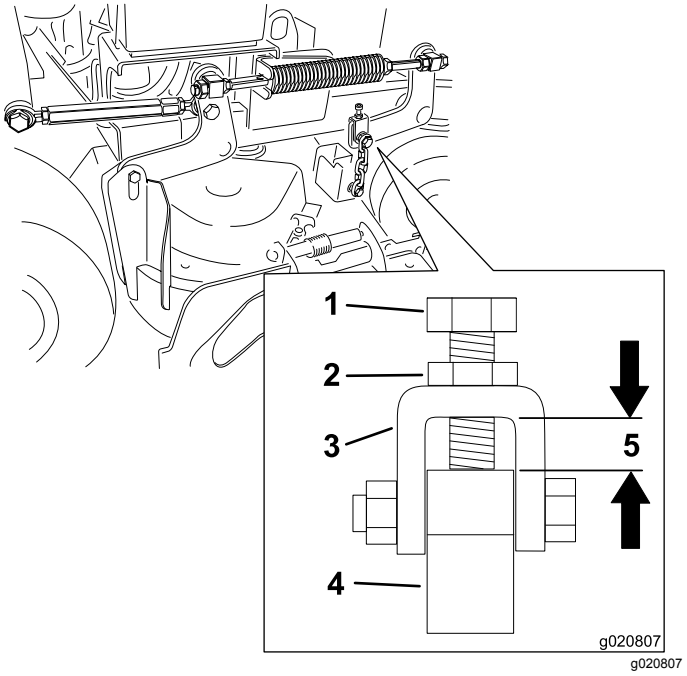

Rysunek 83
Informacja: Odległość musi wynosić 11 mm, jak pokazano na Rysunek 83.
12. Poluzuj przeciwnakrętkę i wyreguluj śrubę regulacyjną ustawiając właściwą odległość podaną na Rysunek 83.